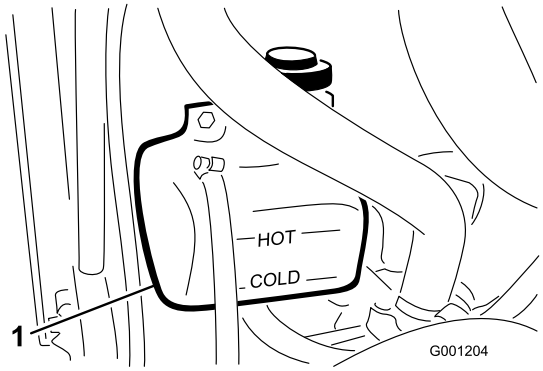

**Figur 73**
1. Kontrollera kylvätskenivån i expansionstanken (Figur 73).